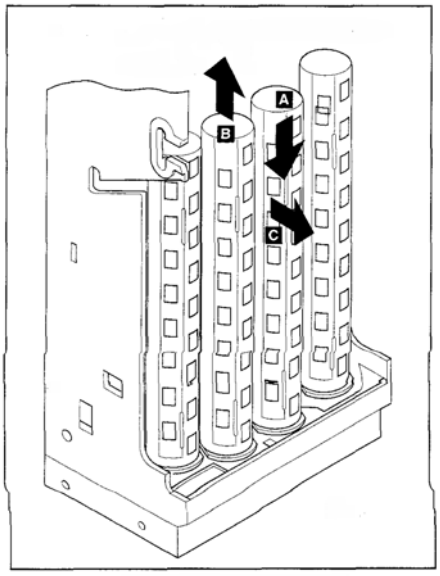

Рис. 14: Демонтаж первого накопителя.
- Прижмите одну из средних трубок вниз (**A**) и потяните соседнюю с ней трубку вверх (**B**), чтобы приподнять перегородку. Теперь извлеките трубку движением вперед (**C**) (рис. 14).